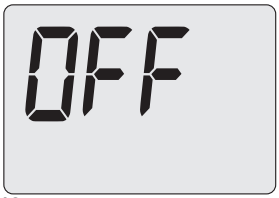

Figura 9.18
- Spegnere la caldaia premendo il tasto 18 (Figura 9.12) fino a far apparire sul display LCD le lettere **OFF** (Figura 9.18).